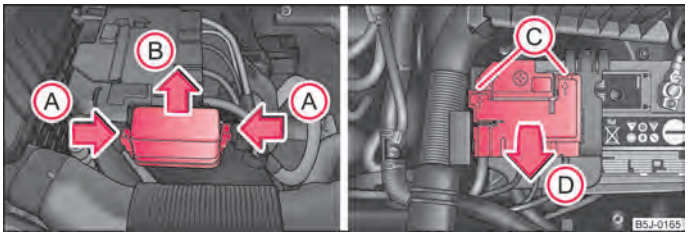

Fig. 153 Batteria: coperchio fusibili
– Contemporaneamente premere gli elementi di bloccaggio del coperchio fusibili nel senso della freccia Ⓐ ⇒ fig. 153 e sfilare il coperchio nel senso indicato dalla freccia Ⓑ.